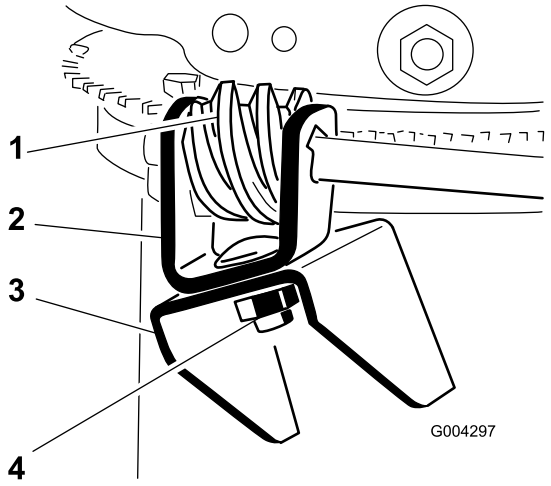

Figur 11
3. Applicera universalfett nr 2 på snäckskruven (Figur 11).
4. Montera snäckskruven och beslaget löst på monteringsflänsen med en skruv, en Belleville-bricka och en låsmutter på det sätt som visas i Figur 11.
5. Skjut in snäckskruven i kuggarna på utkastarens fästring och dra åt låsmuttern (Figur 11).